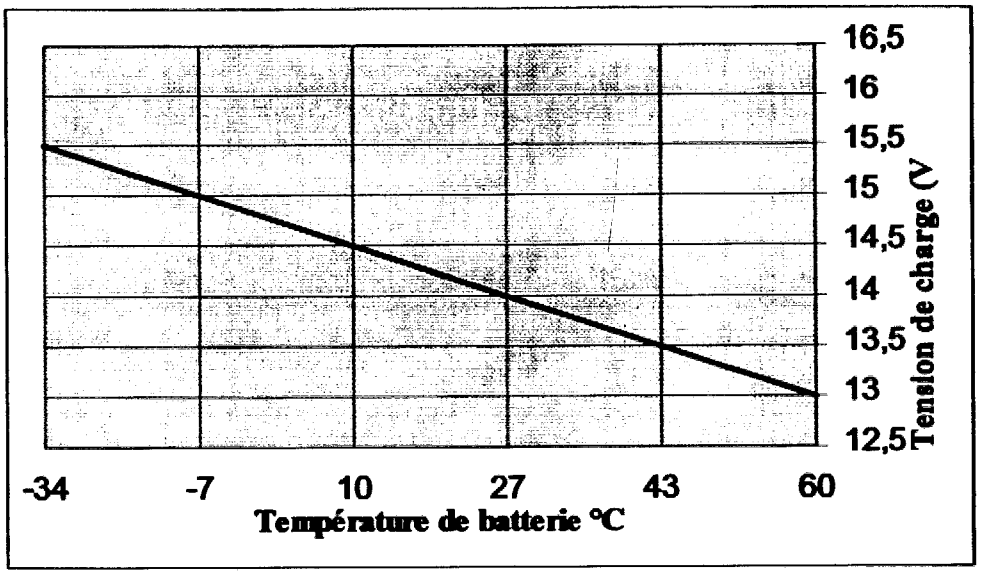

Figure 2
- Figure 2 Courbe tension de charge / température de batterie 7
La tension de charge idéale requise par les batteries plomb-acide varie en fonction de la température de la batterie. La compensation en température de la tension de charge augmente la durée de vie de la batterie et réduit les opérations de maintenance. La compensation automatique de température de la tension de charge peut être effectuée via la sonde de température (code article 0855). Si votre système est muni de cette option, la tension de charge s'ajustera en permanence à la valeur adéquate calculée en fonction de la température de batterie mesurée. Les batteries à électrolyte liquide et les batteries au gel ont les mêmes caractéristiques de compensation en température, soit –30 mV/°C. Le graphique de la Figure 2 montre la tension de charge par rapport à la température de la batterie pour un réglage de tension de charge fait en usine équivalent à 14V à 25°C. La pente de la courbe reste constante quels que soient les réglages effectués à 25°C.